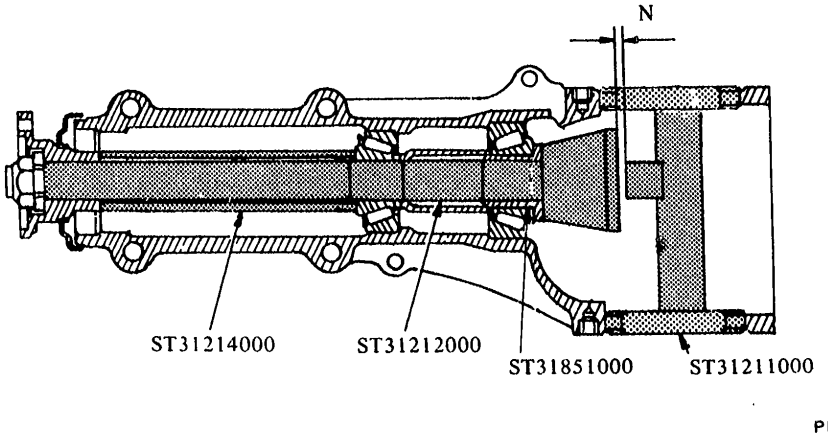

Fig. PD-14 Measuring the clearance
2. Insert Dummy Shaft Spacer ST31851000, pinion height adjusting washer (use one of 3.09 to 3.27 thickness) and rear bearing cone into Dummy Shaft ST31212000 to make convenient to adjust pinion height. See Figure PD-14.
1. Install Height Gauge ST31211000 on carrier with dummy shaft mounted. See Figure PD-14.